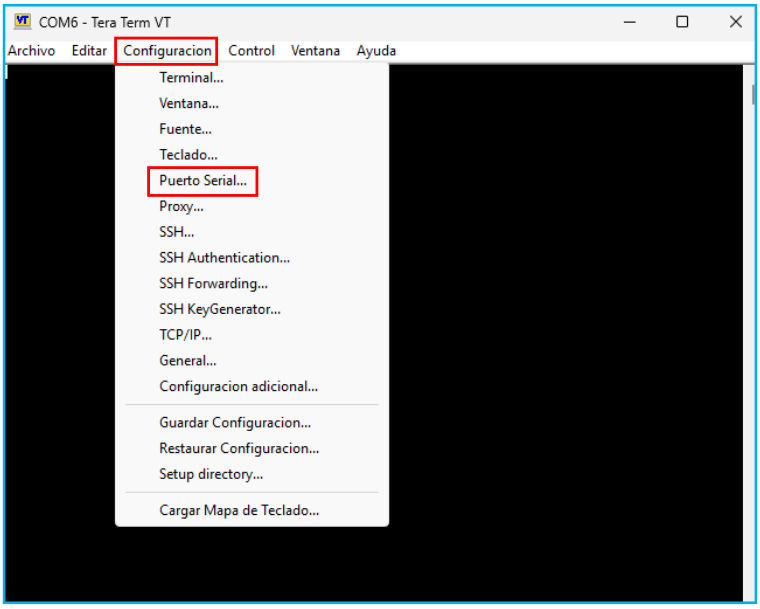

Fig.2. Apertura de la ventana de configuración del puerto serie.
3. Para configura el puerto serie correctamente con los parámetros del NEORV32, hacer clic en `Configuración` y seleccionar `Puerto Serial` (Fig.2).